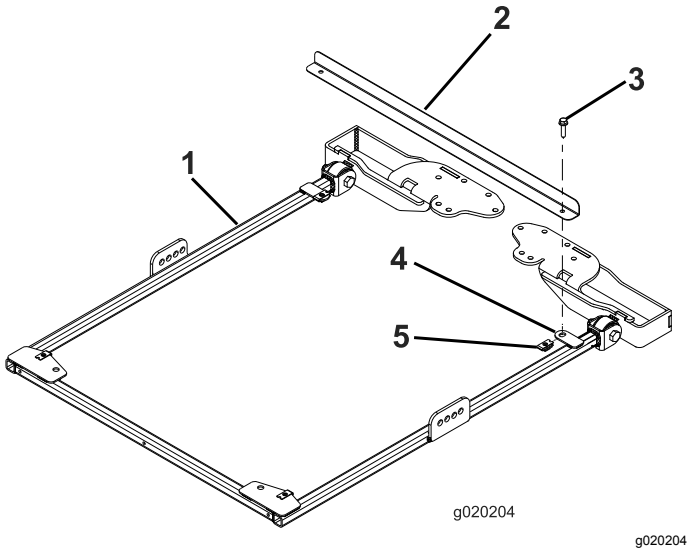

Figura 24
1. Para alinear correctamente el bastidor, monte la barra de alineación del bastidor en las pestañas de montaje de la parte trasera del bastidor del toldo con 2 pernos con arandela prensada (5/16" x 1¼"), según se muestra en Figura 24.